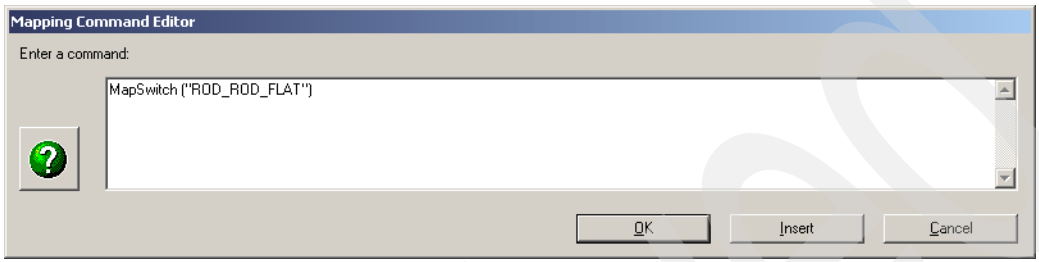

Figure 16-7 Enter map name for MapSwitch
13. Overwrite the mapName value that is passed as a parameter to the MapSwitch() function with the name of the map to be called, for example `ROD_ROD_FLAT` (Figure 16-7).